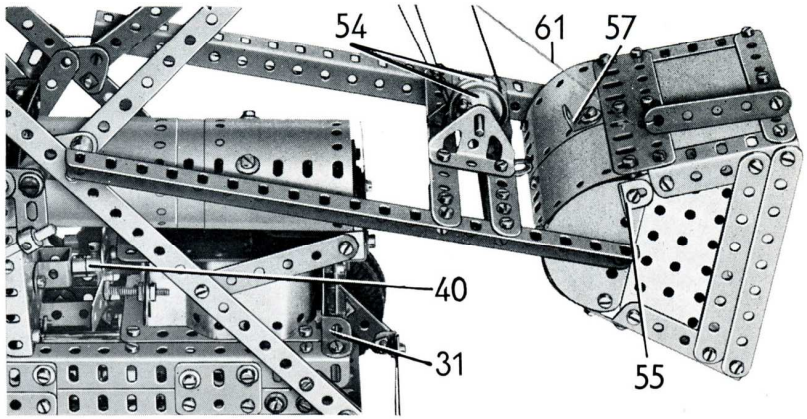

FIG. 9
Chaque côté de la benne est formé par une plaque sans rebords de 75×38 mm. bordée par deux cornières de 5 trous sur lesquelles sont boulonnées une bande de 9 trous et deux de 5 trous. Une plaque semi-circulaire est réunie à la plaque de 75×38 mm. par deux supports plats. Les côtés sont réunis par une plaque flexible de 11,5×6 cm. et par une plaque sans rebords de 11,5×6 cm. boulonnées entre les cornières de 5 trous. Chacune de ces plaques est renforcée au sommet par une bande de 9 trous, et sur son bord inférieur par une poutrelle plate de 9 trous. Quatre plaques cintrées de 43 mm. de rayon sont boulonnées sur les poutrelles plates et sont réunies aux plaques semi-circulaires par des équerres. De chaque côté, une butée (55) (fig. 9) est constituée par une équerre. Cette butée commande l'angle de la benne quand le bras est abaissé. La benne pivote sur des boulons de 12 mm. tenus par des contre-écrous dans les plaques semi-circulaires.